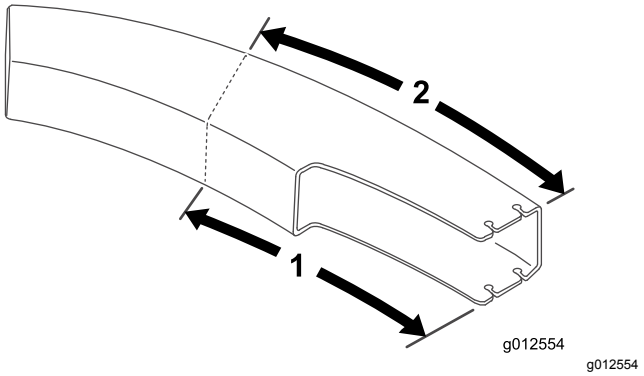

Figure 28
1. En vous reportant aux dimensions indiquées à la Figure 28, mesurez et repérez la goulotte.